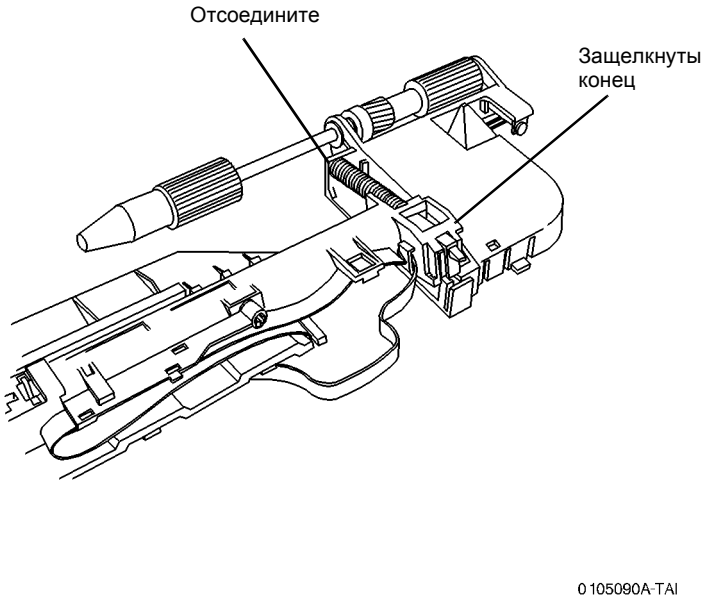

Рисунок 2 Снятие привода ролика подачи
3. Снимите привод ролика подачи (Рисунок 2).